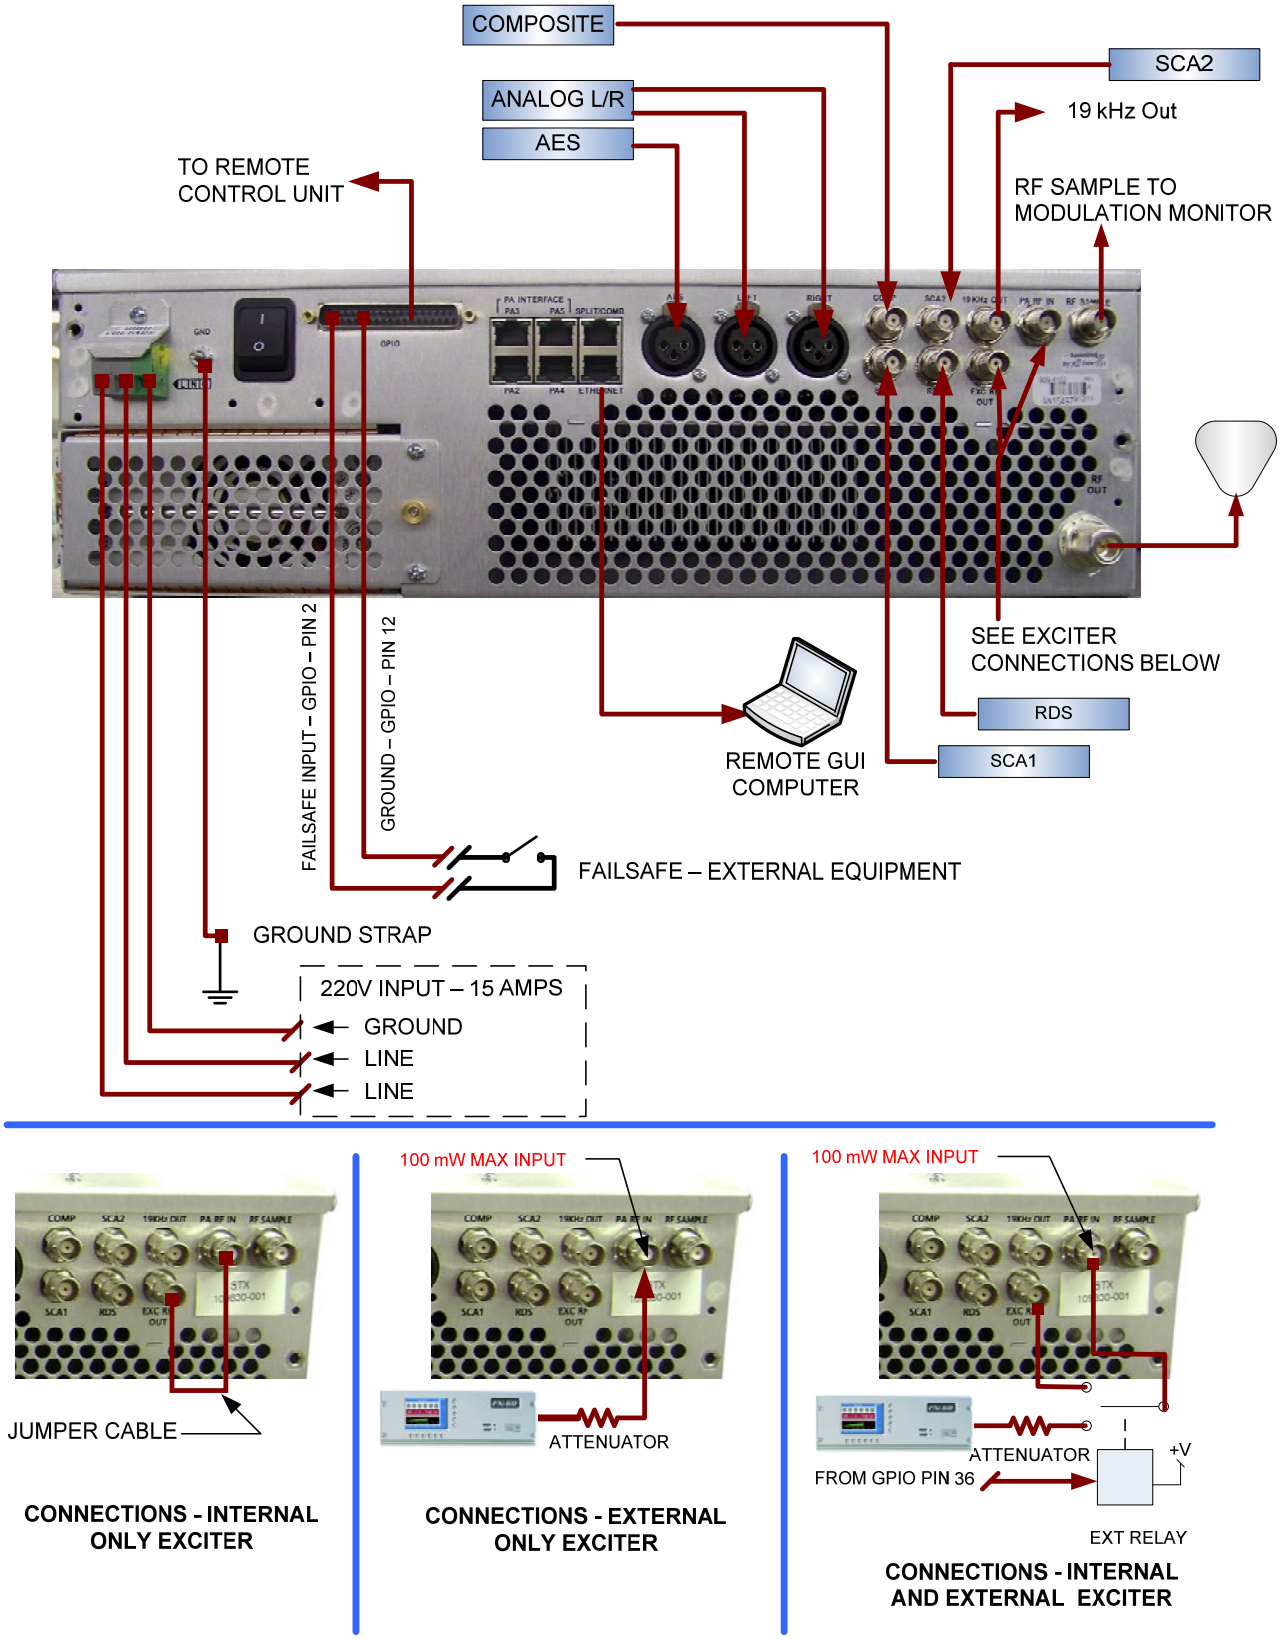

Figure 7-2: STXLP Connections (Sheet 1 of 2)
The following text presents the procedures to connect audio, Ethernet, input/output, sample, and interconnect (for STXLP 2kW, 3kW, and STXLP-5kW models) cables to the transmitter. It is strongly recommended the cables be installed with Ferrite rings for RFI/EMI protection (refer to Figure 7-2). Ensure Ferrite rings are used with the cable installations.
If only an external exciter is to be used, refer to Figure 7-2 and perform the following procedure. If the external exciter is an FXI-60 /FXI-250, refer to the FXI-60/FXI-250 connection diagram at the end of this manual for additional connection information.
If both the internal exciter and an external exciter are to be used, an external relay must be used. Refer to Figure 7-2 and perform the following procedure. If the external exciter is an FXI-60/FXI-250, refer to the FXI-60/FXI-250 connection diagram at the end of this manual for additional connection information.
The STXLP transmitter is equipped with an Ethernet port. This port allows the transmitter to be monitored and controlled by the built in web interface or by the optional STXLP RGUI (Remote Graphical User Interface) remote control system. The port requires a standard RJ45 patch cable. If Ethernet control of the transmitter is desired, refer to Figure 7-2 and connect a standard RJ45 patch cable between the ETHERNET connector and a computer or hub.
The failsafe input is located at GPIO pin 2. The input requires a ground (0 V) to close the failsafe connection. Refer to Figure 7-2 and proceed as follows:
For STXLP – 1kW models, the BNC RF SAMPLE connector is for the connection of equipment such as a modulation monitor. The level is 2V RMS at 1kW. Refer to Figure 7-2 and connect the desired equipment. For 2 kW, 3 kW, and 5 kW models, the RF sample port is located on the combiner (refer to the installation diagram at the end of the manual). The level is 2V RMS at 2 kW for 2kW models, 3 kW for 3 kW models, and 5 kW for 5 kW models.
For STXLP - 1kW models, the TYPE N RF OUT connector is for the connection of the antenna or dummy load. Refer to Figure 7-2 and connect the RF OUT connector to the antenna or dummy load. For STXLP 2kW, 3kW, and 5kW models, a 1 5/8 connector is for the connection of the antenna or dummy load. Refer to the connection diagram at the end of this manual and connect the RF OUT connector to the antenna or dummy load.
Each STXLP transmitter model requires ground connections. For STXLP 1kW models, refer to Figure 7-2 and connect an earth ground to the GND terminal. For STXLP 3kW and 5kW models, each component chassis is equipped with a ground terminal. Refer to the installation drawings at the end of this manual and connect an earth ground to each component.
4. Refer to Figure 7-2 and connect the cable to the STXLP rear panel AC input terminals.